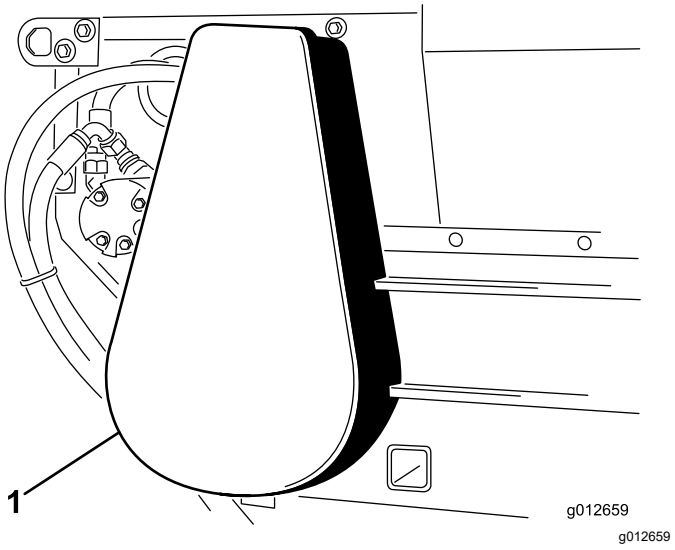

Figur 28
1. Fjern kjededekslet (Figur 28).